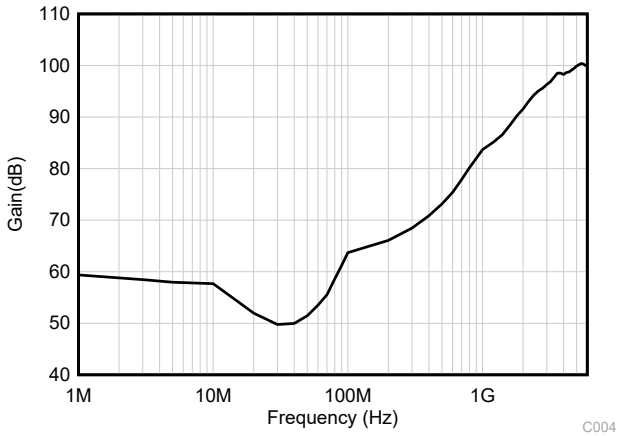

图 6-3. EMIRR 测试
OPAx991-Q1 使用集成电磁干扰 (EMI) 滤波功能来降低干扰源（如无线通信设备以及混合使用模拟信号链和数字元件的高密度电路板）产生的 EMI 效应。利用电路设计技术可以提高 EMI 抗扰度；OPAx991-Q1 可从这些设计改进中受益。德州仪器 (TI) 已经开发出在 10MHz 至 6GHz 扩展宽频谱范围内准确测量和量化运算放大器抗扰度的功能。图 6-3 展示了对 OPAx991-Q1 执行此测试的结果。 表 6-1 列出了 OPAx991-Q1 在实际应用中常见特定频率下的 EMIRR IN+ 值。